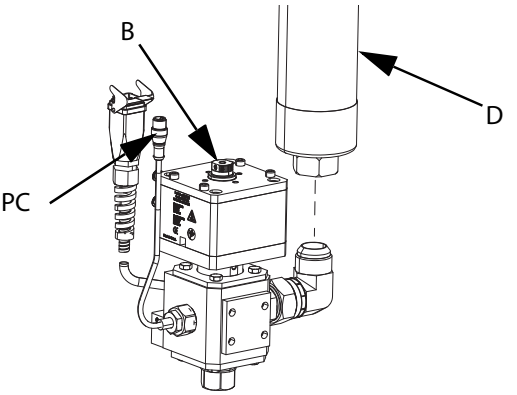

RYS. 21
7. W przypadku korzystania z dwóch węży, 2 wąż zasilający (D) należy podłączyć do złącza wlotowego na zaworze dozującym (B). Jeśli używany jest tylko jeden wąż, w takim przypadku 1 wąż zasilający (C) należy podłączyć do złącza wlotowego na zaworze dozującym (B). Patrz RYS. 21.